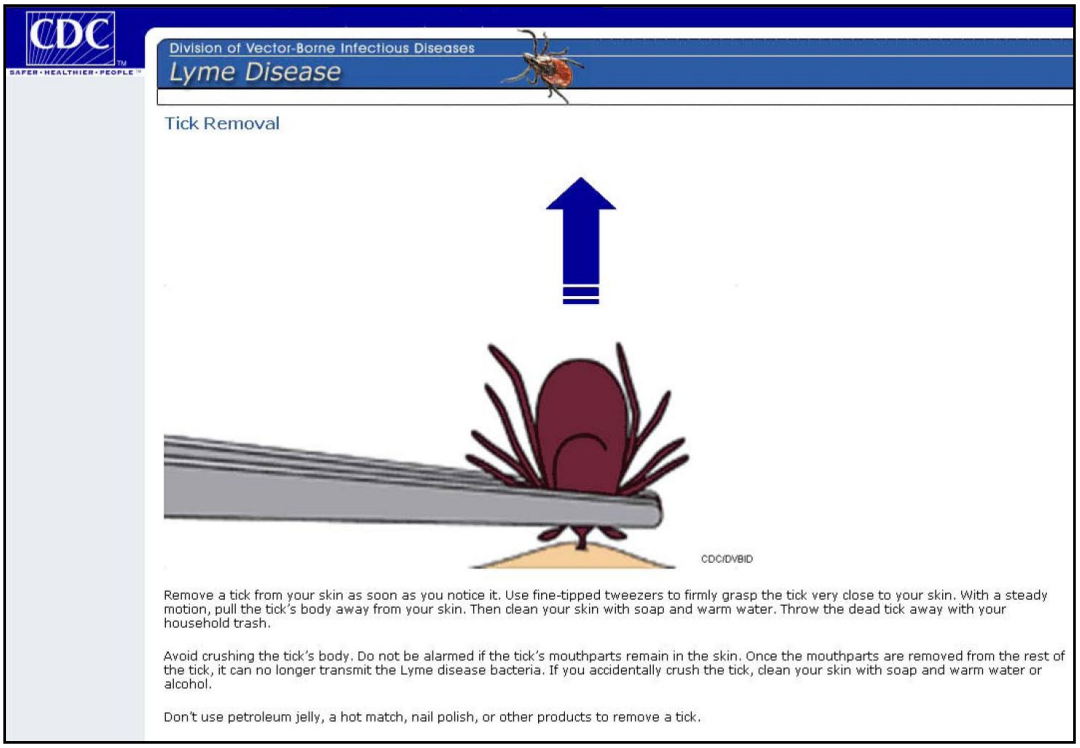

**Figure S1.2.** Centers for Disease Control recommended procedures for tick removal.
- If you find a tick that is already embedded, use fine-tipped tweezers or a spoon-shaped tick remover to firmly grasp the tick close to your skin (Figure S1.2). Slowly and steadily pull the tick's body away from your skin. Do not twist or jerk the tick, as it may break off the head and leave it embedded. Be careful not to crush the tick's body to minimize the chances of it regurgitating fluids into the wound. Clean the bite area once the tick is removed with soap and water. Do not use heat or harsh fluids to get ticks to back out of skin.